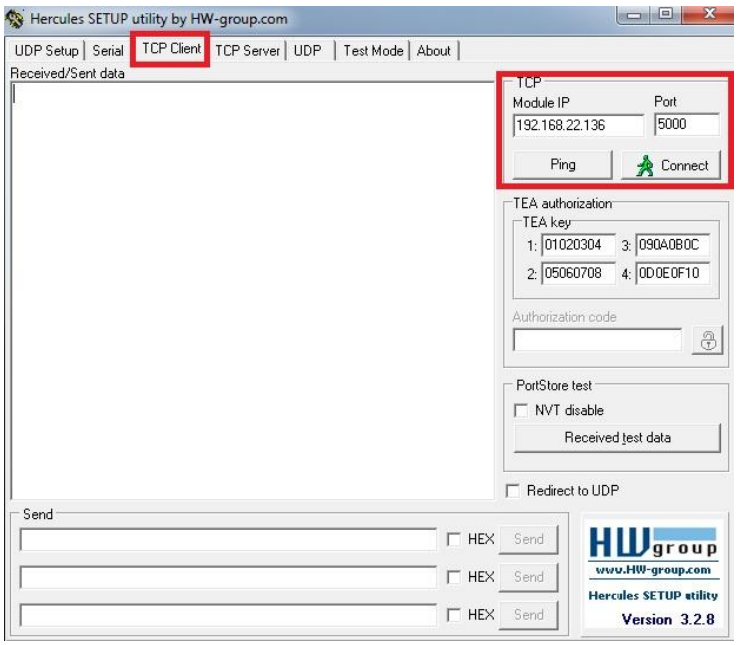

Рис. 11 Настройка соединения в программе Hercules
- Заходим во вкладку **TCP Client**, как показано на рис. 11 (если был установлен режим **TCP Server**).